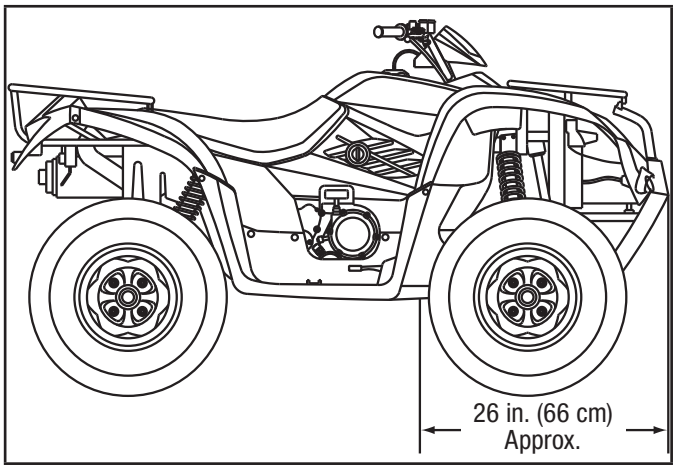
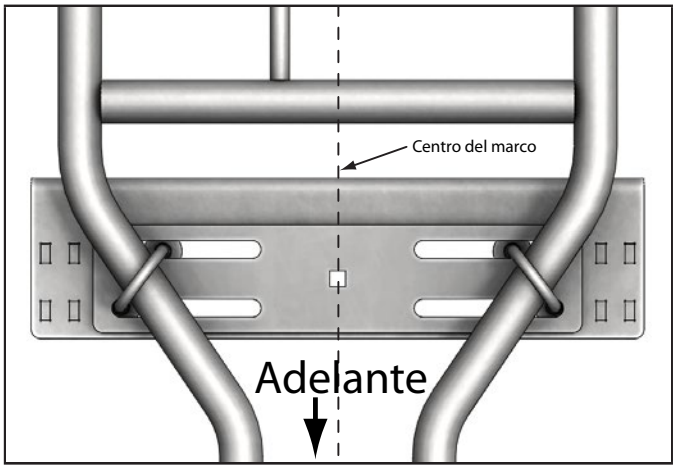

Figura 16 - Distancia aproximada del soporte
Figura 17 -Colocación del soporte en tubo redondo : Vista de arriba (Configuraciones del marco variarán)
2. La distancia aproximada que los orificios de las pestañas pueden estar de la parte delantera de la maquina es de 26 in. (66 cm) como se muestra en la figura 16. Cada maquina puede variar por el contorno delantero del ATV.
1. Coloque la placa baja del soporte híbrido en el marco en la locación detrás del las llantas delanteras donde el marco se enancha, como se muestra en la figura 17. Determine la locación que permita que el soporte esté centrado, lo mas alejado del marco posible y que los tubos de empuje se puedan fijar. Mantenga los orificios de montaje dentro de la distancia aproximada de la parte delantera de su maquina (vea figura 16).
4. Determine la locación permitiendo que el soporte esté centrado, lo mas lejos en el marco posible y que los tubos de empuje estén fijados. Mantenga los orificios dentro de la distancia aproximada (26 in. {66 mm}) de la parte delantera de la maquina. Vea la página 8, figura 16.
5. Instale flojamente la placa de soporte superior (2) y la placa de soporte bajo (1) usando los espaciadores de goma (4), pernos (5.4) de 3⁄8 in. (9.5 mm), pernos de carruaje (5.5) de 3⁄8 in. (9.5 mm), y tuercas (5.3) provistas con su soporte.
3. Determine la locación que permita el soporte que sea centrado, los mas alejado en el marco posible y con los tubos de empuje fijados. Mantenga los orificios de montaje dentro de la distancia aproximada (26 in. {66 cm}) de la parte delantera de su maquina. Vea la página 8, figura 16.